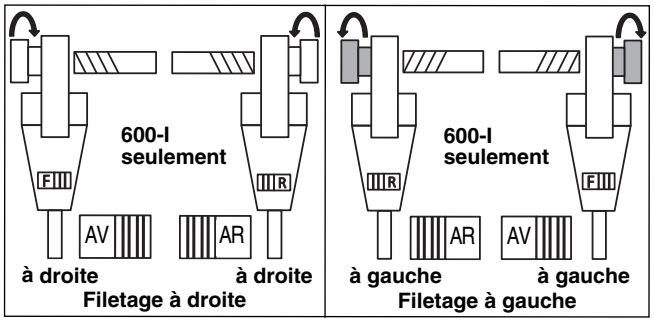

Figure 10 – Position de l'inverseur vis-à-vis du sens de rotation de la tête de filière
7. Positionnez l'inverseur de rotation selon le sens de filetage (à droite ou à gauche) voulu *(Figure 10).*